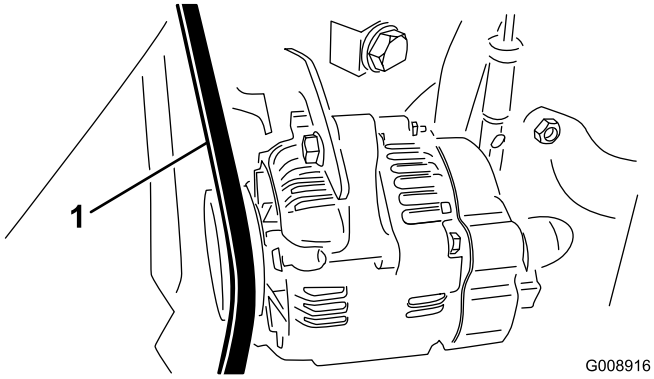

Figuur 69
2. Controleer de spanning door de riem van de wisselstroomdynamo/ventilator midden tussen de poelies van de wisselstroomdynamo en de krukas in te drukken met een kracht van 30 Nm (Figuur 69).